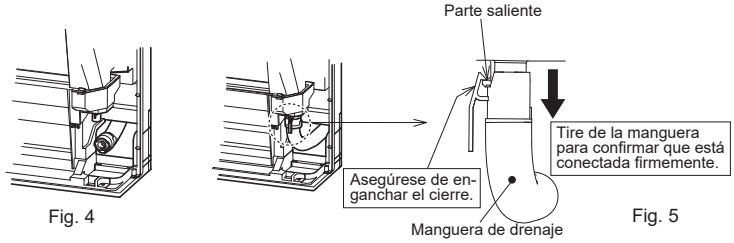

Fig. 4 Fig. 5
- Al tender la tubería de drenaje, asegúrese de que la manguera de drenaje (1) ise tiende tal y como se indica a continuación. (Fig. 4)
4) Labores de abocardamiento (Fig. 4, 5). Sujete firmemente el tubo de cobre de la dimensión que se muestra en la tabla. Seleccione A mm en la tabla según la herramienta que emplee.